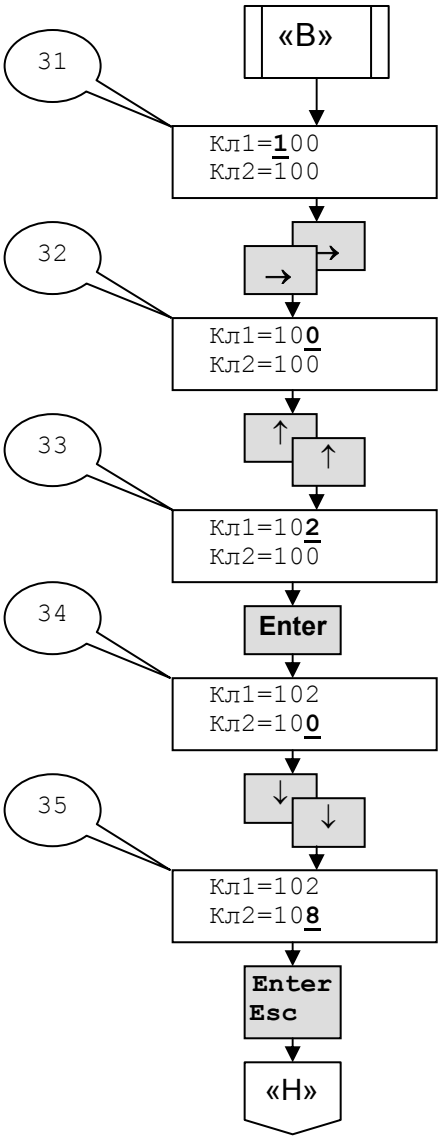

Рисунок 4 – Корректировка коэффициента калибровки
4.5.4.1 Раздел **Корректировка коэффициента калибровки .** (смотри рисунок 4) **инд 3.** Выбор режима осуществляется клавишей **Enter,** вход в **инд 31**.